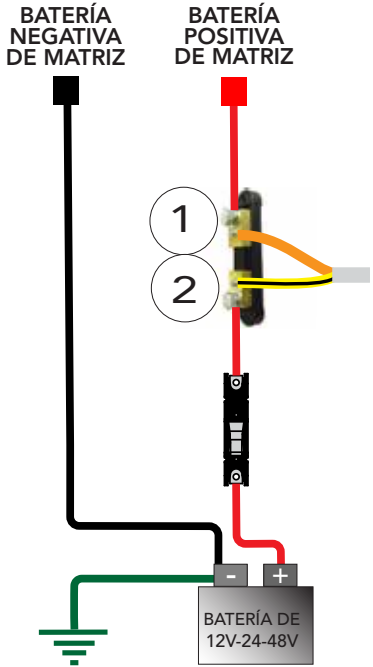

Figura 5-2. Resistencia de derivación de tramo positivo
Si instala la resistencia de derivación en un conductor sin conexión a tierra (consulte la Figura 5-2 que aparece más adelante), instale un fusible o un disyuntor para proteger el circuito de un cortocircuito entre los terminales de la resistencia de derivación y el equipo conectado a tierra.
B. Instalación del tramo positivo (consulte la Figura 5-2)**.**